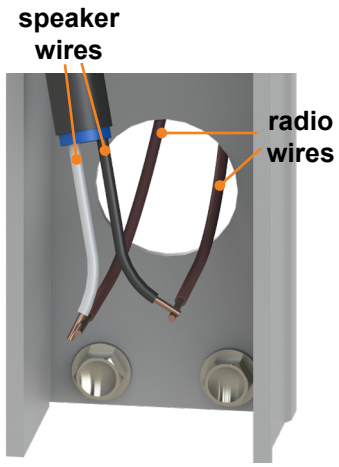

Fig.11
2. At both support arm assemblies there will be a wire labeled "speakers." Connect these to the radio wires provided from the unit **(Fig.11)**.